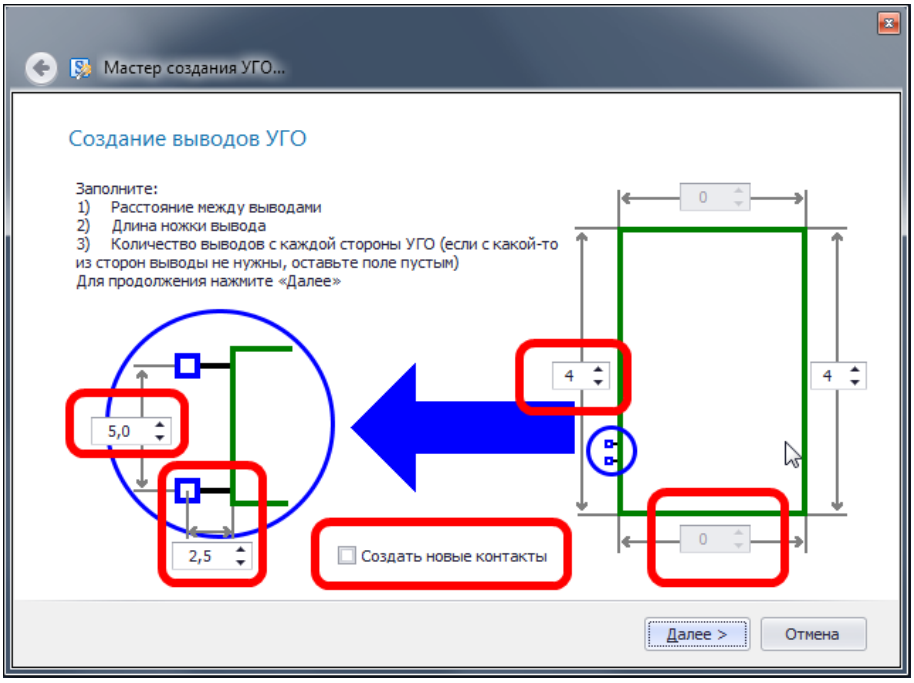

Рис. 251. Параметры выводов
2. На первом шаге мастера, показанном на Рис. 251, необходимо указать: